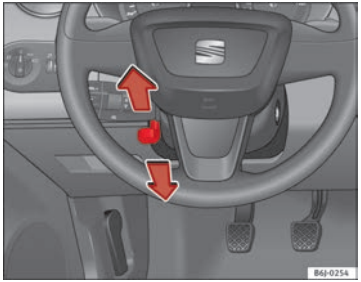

Fig. 97 Steering column height adjustment
– Push the lever under the steering column ⇒ Fig. 97 down ⇒ ⚠.
– Adjust the steering wheel until the correct position is set ⇒ Fig. 97.
- **Adjust the driver seat or steering wheel so that there is a distance of at least 25 cm between the steering wheel and your chest ⇒ Fig. 97. If you fail to observe the minimum distance, the airbag will not protect you. Risk of fatal injury.**